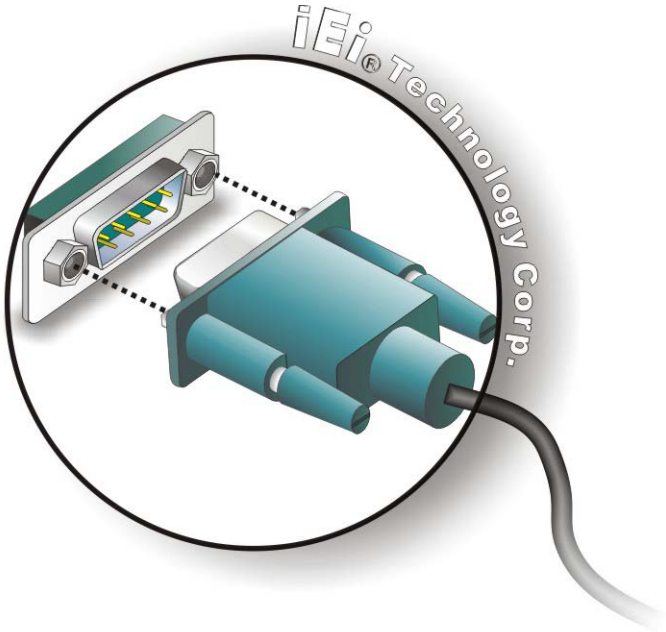

Figure 4-13: Serial Device Connector
Step 2: **Insert the serial connector**. Insert the DB-9 connector of a serial device into the DB-9 connector on the external peripheral interface. See **Figure 4-13**.